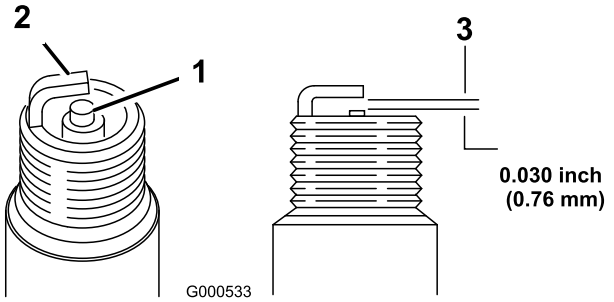

Рисунок 35
11. Установите в свече зазор, равный 0,76 мм (Рисунок 35).